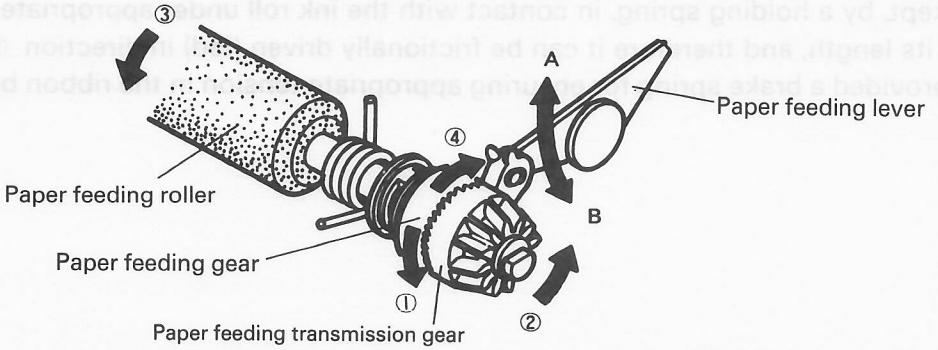
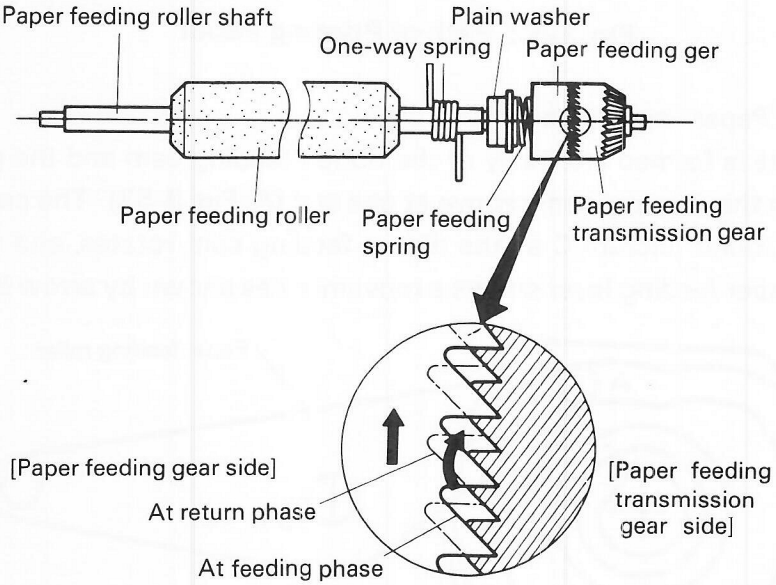

Fig. 3-54
Fig. 3-55 Return Phase
① Paper feeding phase (refer to Fig. 3-54):
② Return phase
Referring to Fig. 3-54, the paper feeding gear rotates in direction ④ when the paper feeding lever moves in direction Ⓑ. At this moment, the paper feeding transmission gear is prevented from rotating by the one-way spring placed on the paper feeding roller shaft and it goes out of mesh with the paper feeding gear (see Fig. 3-55).